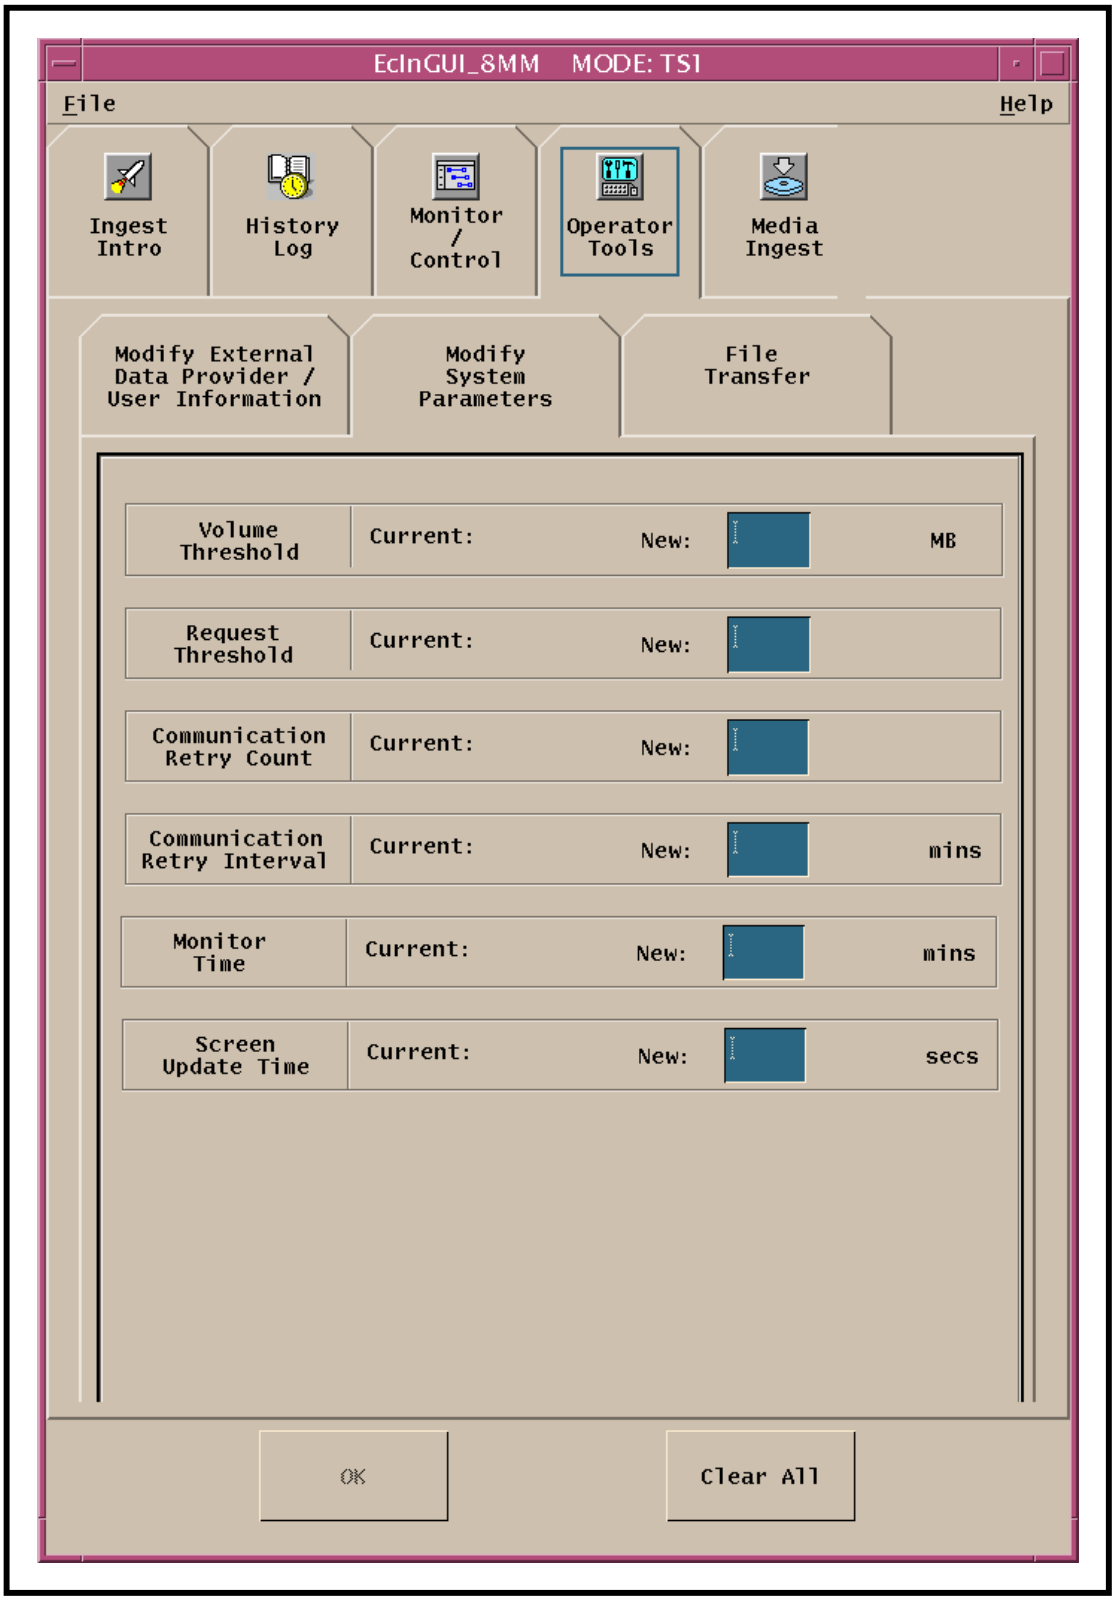

Figure 33. ECS Ingest GUI Operator Tools Tab
There are three GUI screens on the **ECS Ingest** GUI **Operator Tools** tab (Figure 33). Two of the tabs are used for viewing and/or setting ingest parameters or thresholds:
- The **Operator Tools** screen (Figure 33) is displayed.